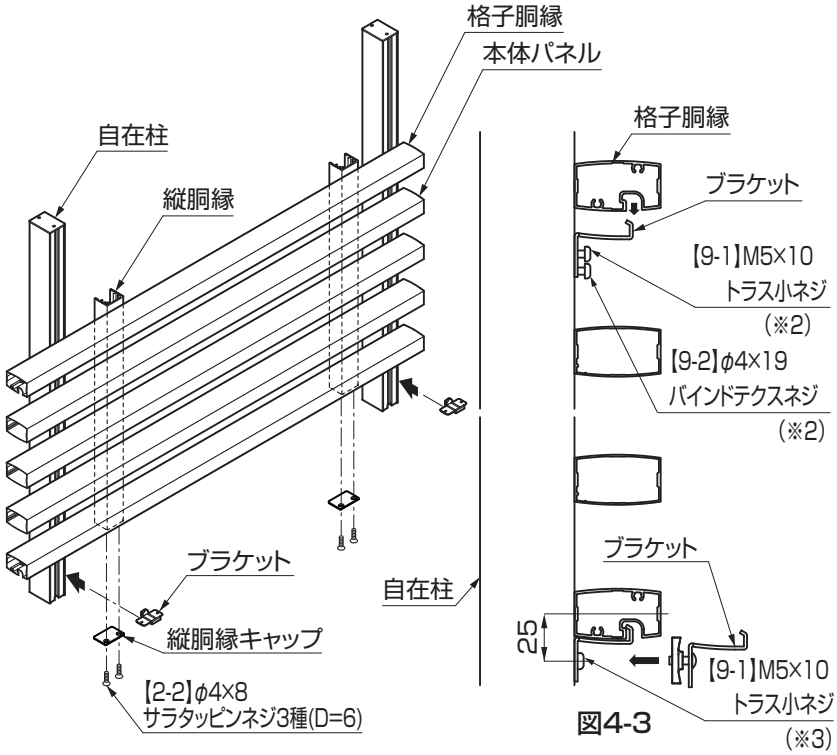

図4-3
④【9-1】、【9-2】を一旦ゆるめて（※2）、ブラケットにパネルの最上段の格子胴縁の溝をはめ込み、再び締め付けてください。
⑤パネルの最下段の格子胴縁の溝に、ブラケットをはめ込み、【9-1】（※3）で柱とパネルの固定を行ってください。(図4-3参照)